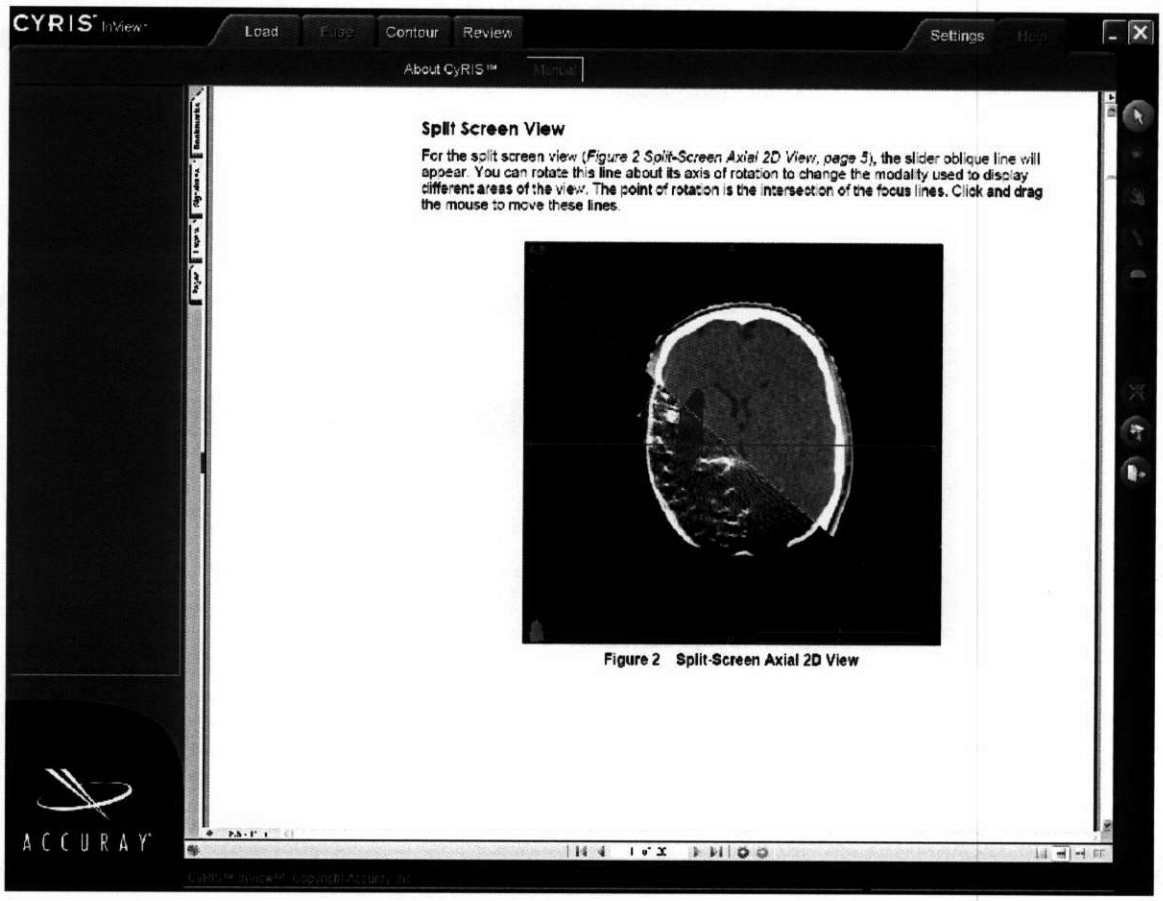

**Figure 15 User's Manual**
1. On-line access to this Manual (*Figure 15 User's Manual, page 20*). The manual is in PDF format. The bookmarks on the left allow you to go search for manual sections using a tree structure.